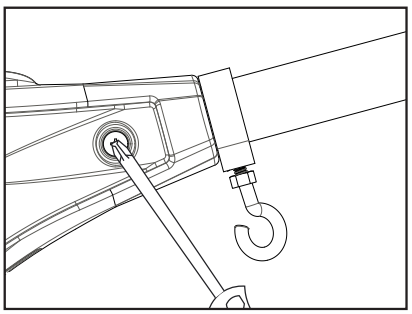

Figure 6
5. À l'aide d'un tournevis cruciforme, enfilez le boulon dans le contre-écrou de nylon mentionné à l'étape 4. Serrez le boulon jusqu'à voir son extrémité alignée avec le haut de l'écrou. (Figure 6)